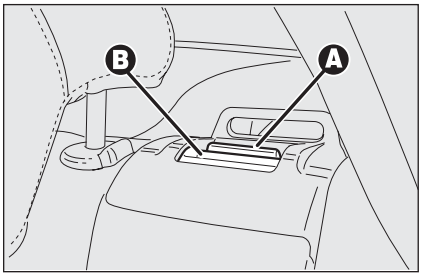

fig. 6
- ❒ levante la palanca **A-fig. 6** de fijación del respaldo para desbloquear respectivamente la posición izquierda o derecha del respaldo y recline este último hacia adelante. Al subir la palanca se puede ver una "banda roja" **B**.
ADVERTENCIA El respaldo está correctamente enganchado cuando ya no se ve la "banda roja" **B-fig. 6** ubicada al lado de las palancas A para reclinar el respaldo. Al volver a colocar el respaldo en su posición normal preste atención de oír el "clic" de bloqueo para comprobar que se ha enganchado correctamente.